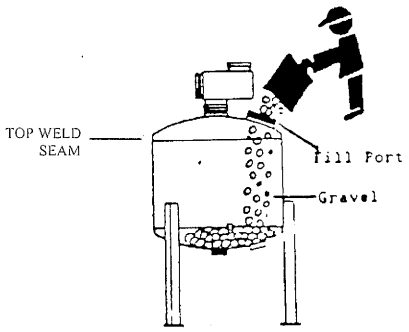

FIGURE 1
1. REMOVE FILL PORT COVER AND CHARGE FILTER WITH CORRECT AMOUNT OF GRAVEL AND HALF MEDIA. SEE FIGURES 1 & 2.